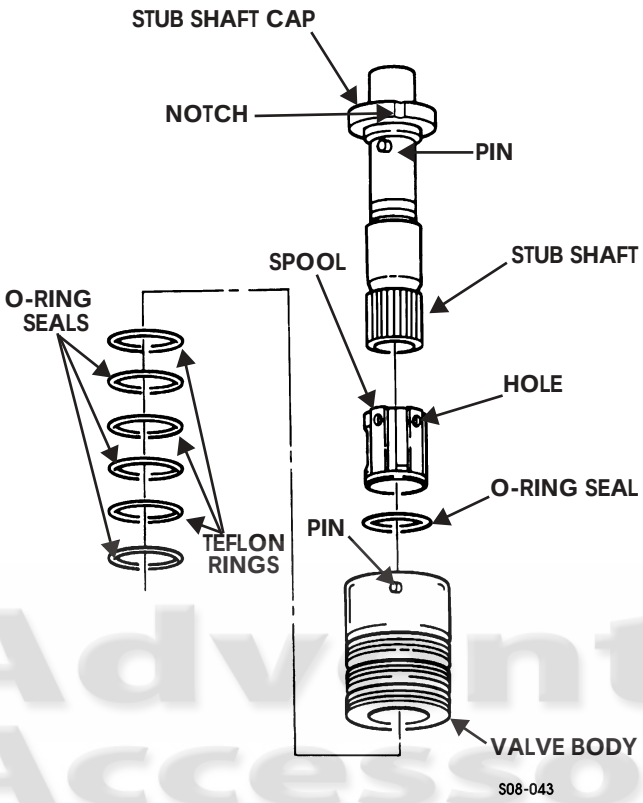

Figure 8-52: Valve Body Assembly With Stub Shaft
13. Starting on inner seal ring groove, install O-ring seal and a backup teflon ring on valve body (Figure 8-52).